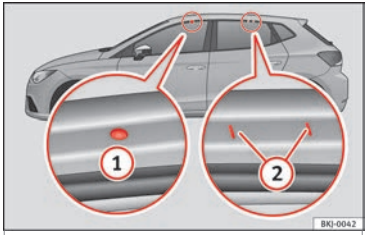

**Fig. 172** Attachment points for the roof railings for the roof carrier system.
The front and rear attachment points (1) and (2) are only visible when the doors are open ››› Fig. 172.